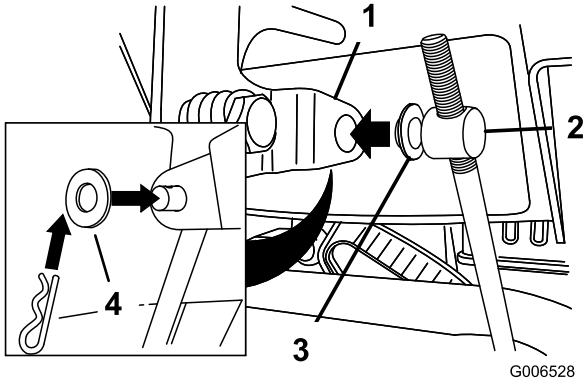

Figur 11
3. Fjern hårnålssplinten og den ytterste skiven fra vuggetappen på den øvre enden av hastighetskontrollstaget (Figur 11).
Merk: Du kan la den flate skiven bli på vuggetappen for å gjøre installeringen litt enklere (Figur 11).
6. Løft opp på hastighetskontrollstaget, og sett inn vuggetappen i hullet i hastighetsvelgerspaken (Figur 11).
B. Koble vuggetappen fra hastighetsvelgerspaken (Figur 11).
C. Vri vuggetappen nedover (med klokken) på hastighetskontrollstaget (Figur 11).